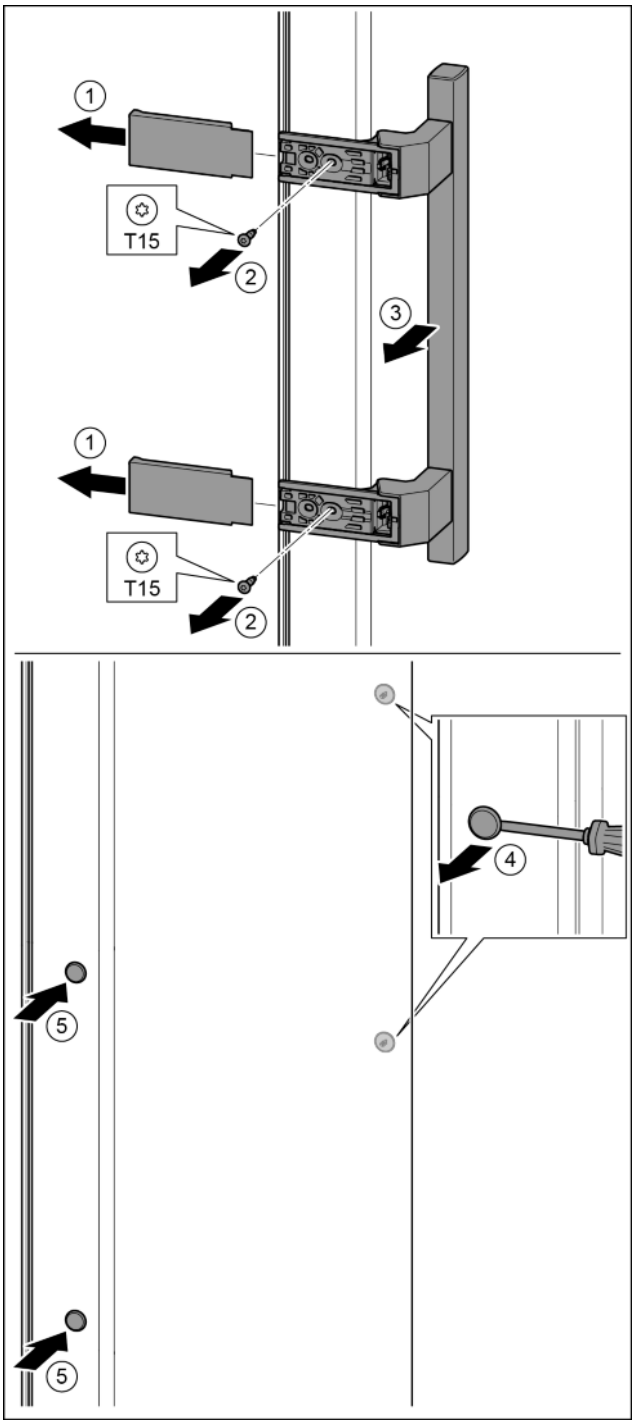

Fig. 20
- ▶ Remove the cover. *Fig. 20 (1)*
- ▶ Remove the screws with the T15 screwdriver. *Fig. 20 (2)*
- ▶ Remove the handle. *Fig. 20 (3)*
- ▶ Carefully lift up the plugs and remove them with a slotted screwdriver. *Fig. 20 (4)*
- ▶ Insert the plugs again on the other side. *Fig. 20 (5)*